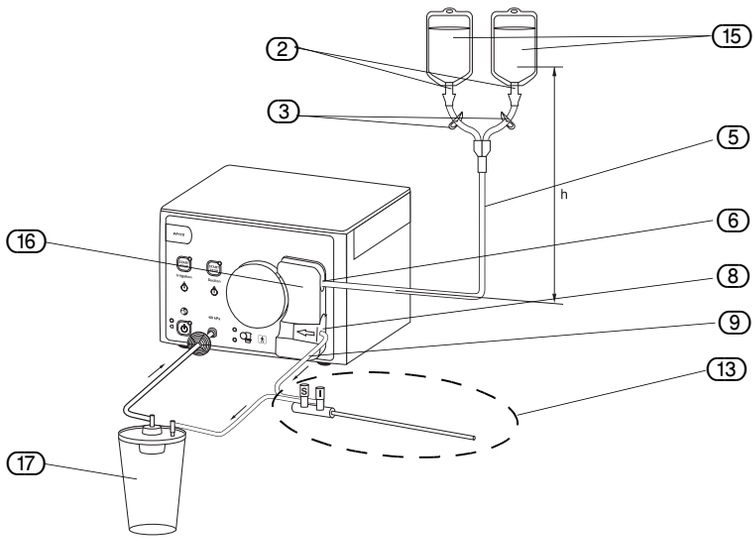

Рис. 5-7 Установка комплекта для аспирации/ирригации
Для отделения стерильной и нестерильной зоны следующие задачи должны быть распределены соответственно "персоналу стерильной зоны" и "персоналу нестерильной зоны". Указанные номера относятся к Рис. 5-6 "Элементы комплекта аспирационных/промывочных шлангов" и Рис. 5-7 "Установка комплекта для аспирации/ирригации".
- ▶ При установке шланга следите за тем, чтобы не пострадала мембрана напорной камеры. Напорную камеру (8) разрешается устанавливать только при отсутствии в ней давления.
- ▶ Осторожно задвиньте напорную камеру (при отсутствии давления) (8) в правый паз зажима (16) до упора.
- ▶ Уложите шланг (7) вокруг роликового колеса.
- ▶ Соедините промывочный шланг с всасывающим резервуаром (17) (см. Рис. 5-7 "Установка комплекта для аспирации/ирригации").